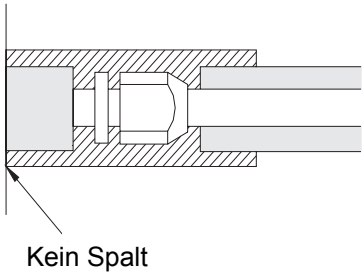

Abb. 4
2. Die Anschlussstelle zum Innengerät muss mit Wärmeisolationsmaterial umwickelt werden. Zwischen Rohranschlussstelle und Innengerätewand darf sich kein Spalt befinden. Siehe Abb. 4.